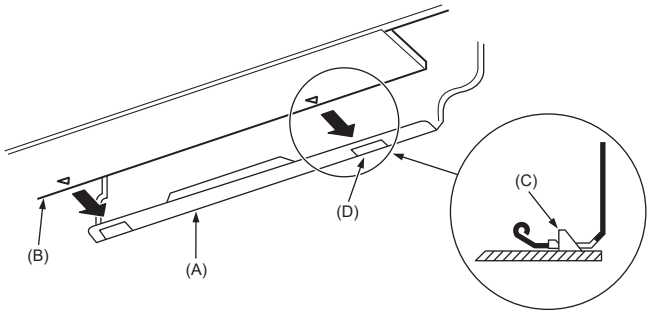

Fig. 3-15
3. Lors de l’insertion du tuyau de réfrigérant et le tuyau d’écoulement dans l’orifice mural d’insertion (manchette de pénétration), accrocher la partie supérieure de l’appareil intérieur sur la planche d’installation (1).
5. Fixer en poussant la partie inférieure de l’appareil intérieur sur la planche d’installation (1). (Fig. 3-15)
* Vérifier que les boutons en bas de l’appareil intérieur sont correctement maintenus sur la planche d’installation (1).